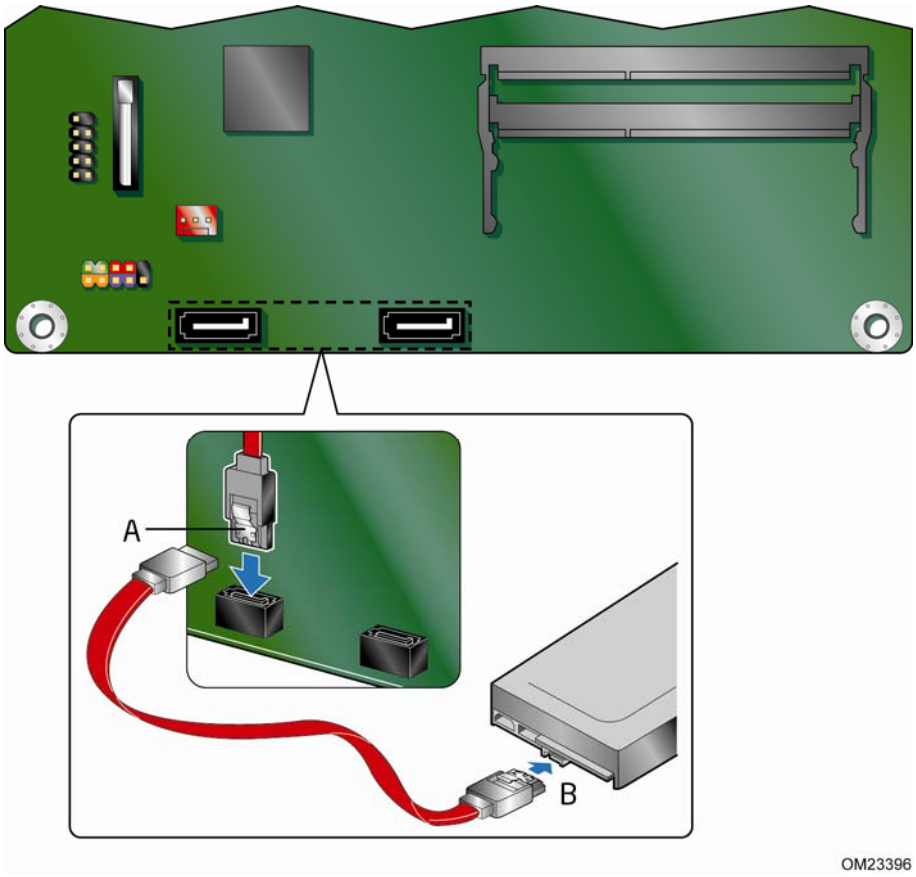

Figure 8. Connecting the Serial ATA Cable
2. Attach one end of the cable to the connector on the board (Figure 8, A) and connect the other end to the drive (Figure 8, B).